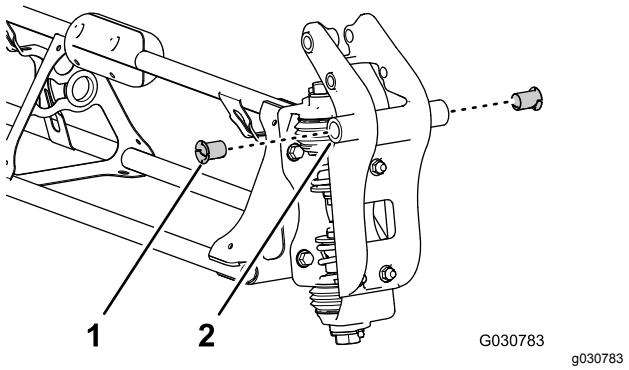

Rysunek 122
2. Z każdej strony złącza osi obrotu (Rysunek 122) włóż poliamidowe tuleje kołnierzowe w otwór 31,8 mm.